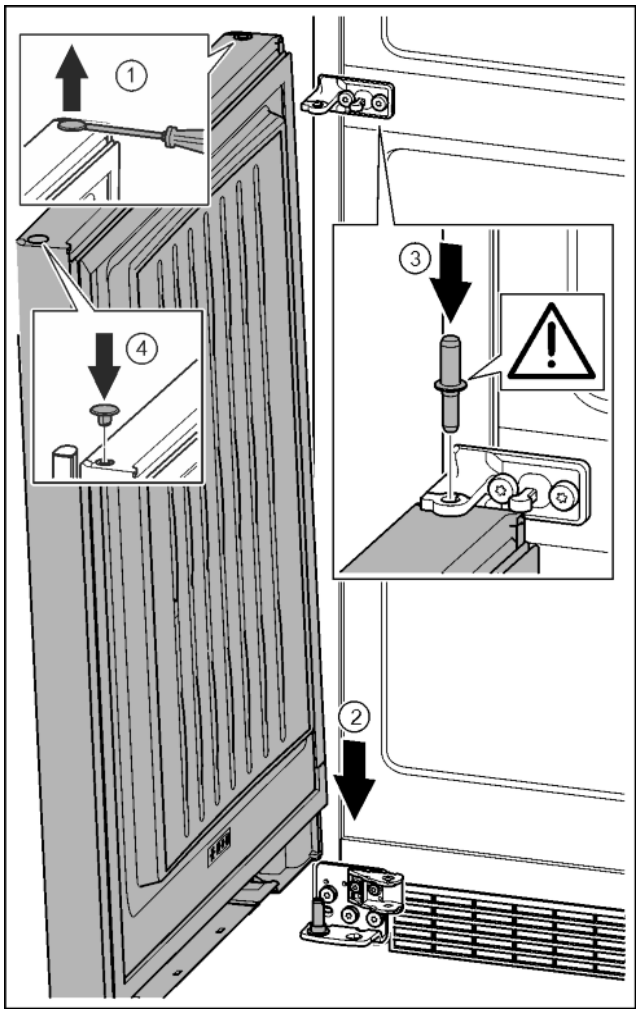

Fig. 35
▶ Carefully lift up the plugs with a slotted screwdriver and remove them. *Fig. 35 (1)*
▶ Position the door from above onto the lower bearing pins. *Fig. 35 (2)*
▶ Insert the centre bearing pin through the centre bearing bracket into the lower door. Make sure that the catch mechanism is pointing to the rear. *Fig. 35 (3)*
▶ Insert the plugs again on the other side of the door. *Fig. 35 (4)*